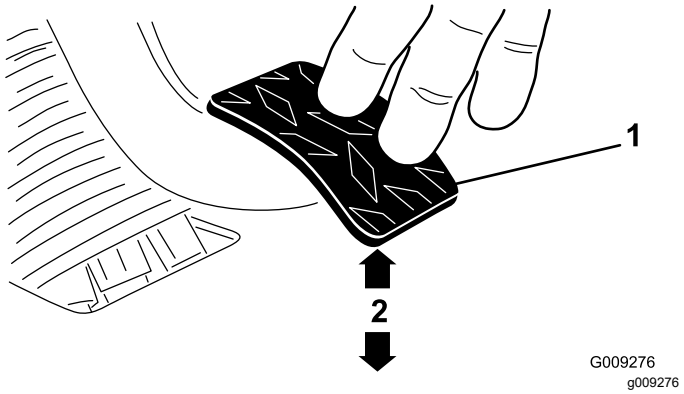

**Figura 64**
3. Ajuste las contratuercas o la articulación esférica hasta que el borde trasero del pedal del embrague esté a 9.2 mm – 9.8 cm (3⅝" – 3⅞") del borde superior del dibujo a rombos de la chapa de suelo al aplicar una fuerza de 1.8 kg (4 libras) al pedal (Figura 64).